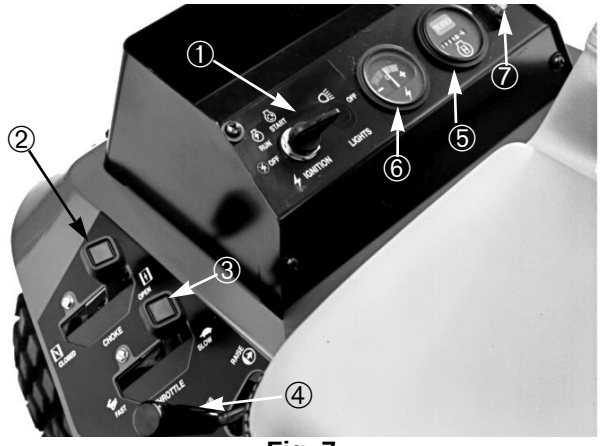

Fig. 7
Tændingskontakt (fig. 7)—Tændingsnøglen, der bruges til at starte og standse motoren, har 3 stillinger: AFBRUDT (OFF), KØRSEL (RUN) og START. Drej nøglen med uret—START-stilling - for at aktivere startmotoren. Så snart motoren starter, skal nøglen slippes. Nøglen bevæger sig automatisk til KØRSEL (RUN). Motoren afbrydes ved at dreje nøglen mod uret til AFBRUDT (OFF).
Choker (fig. 7)—Når man ønsker at starte en kold motor, skal karburatorens spjæld lukkes ved at trække chokeren ud til LUKKET (CLOSED) stilling. Når motoren starter, reguleres chokeren, så motoren bliver ved med at gå jævnt. Så snart det er muligt, åbnes chokeren ved at skubbe den opad til ÅBEN (OPEN) stilling. En varm motor behøver ikke ret meget eller slet ingen choker.
Gashåndtag (fig. 7)—Håndtaget er forbundet med gasspjældsforbindelsen til karburatoren og aktiverer denne. Gashåndtaget har to stillinger: LANGSOMT (SLOW) og HURTIGT (FAST). Motorhastigheden kan varieres mellem disse to indstillinger.
Timetæller (fig. 7)—Registrerer det totale antal timer, motoren har været i brug. Timetælleren går i gang, når tændingsnøglen drejes til TILSLUTTET (ON).
Amperemeter (fig. 7)—Amperemeteret angiver batteriets opladnings- eller afladningstilstand.
Løftehåndtag (fig. 7)—Redskabet løftes ved at trække håndtaget op; redskabet sænkes ved at trykke håndtaget ned. Når den ønskede stilling er opnået, slippes håndtaget, hvorefter det vender tilbage til fristilling.